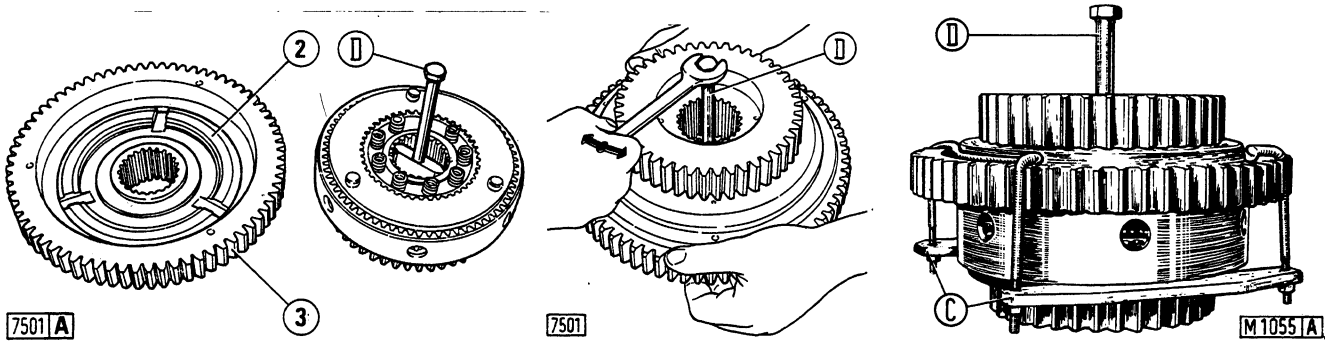

Fig. 7-16 - Rebuilding 3rd speed clutch on bench.
Insert tool 75293324 in inner drum splines as shown in figure 7-16, couple cylinder and piston.
Attach retainers 75295004 (C, fig. 7-16) and prior to tightening, remove tool 75293324 (D).